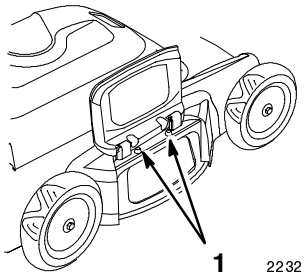

Abbildung 8
2. Die Seitenauswurfvorrichtung auf dem Zapfen einhaken (Abb. 8 und 9).